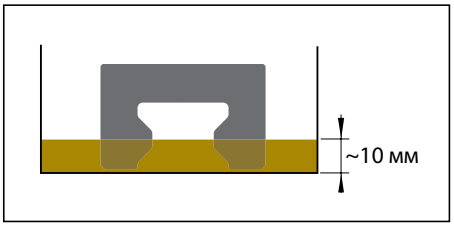

Рисунок 2
торцевые смазочные узлы поставить прибл. на 36 часов, в ванночку, наполненную маслом с глубиной 10 мм (смотри рисунок 2).
- Пополнение смазкой торцевого смазочного узла типоразмера 20, низкого, невозможно через смазочный фитинг (см. рис. 2).